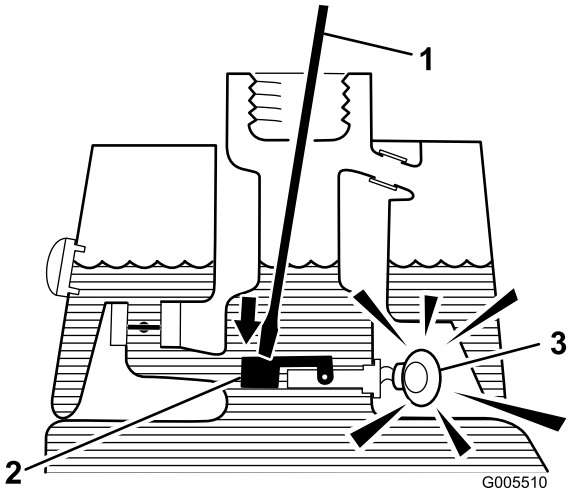

Figur 26
3. Sett en ren stang eller skrutrekker inn i tankåpningen, og trykk flytebryteren forsiktig ned (Figur 26). Alarmen skal gå etter tidsforsinkelsen på ett sekund.